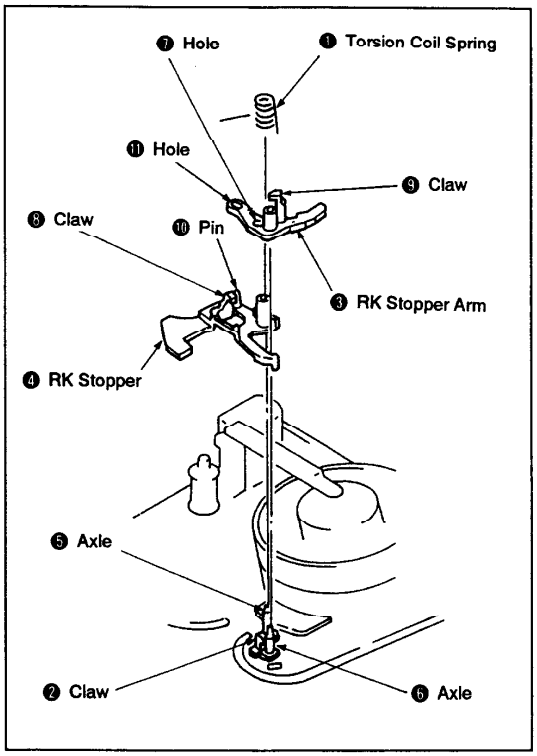

Fig. 3-7.
2. Installation (See Fig. 3-7.)